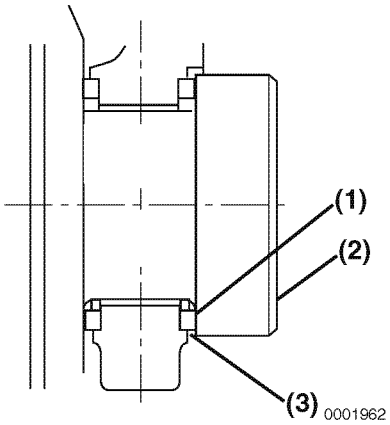

Figure 6-106
- **Method B:** Use a feeler gauge to measure the clearance **(Figure 6-106, (3))** between the thrust bearing **(Figure 6-106, (1))** and crankshaft **(Figure 6-106, (2))**. Record the measurement. *See Thrust Bearing on page 6-15 for the service limit.*